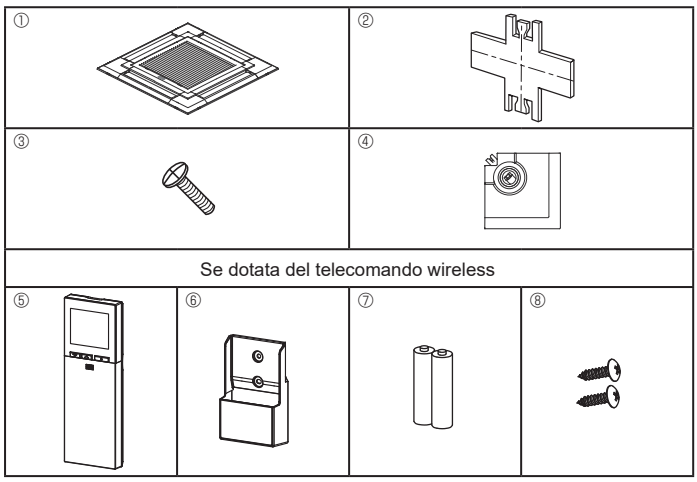

Fig. 9-1
9.1. Controllo del contenuto (Fig. 9-1)